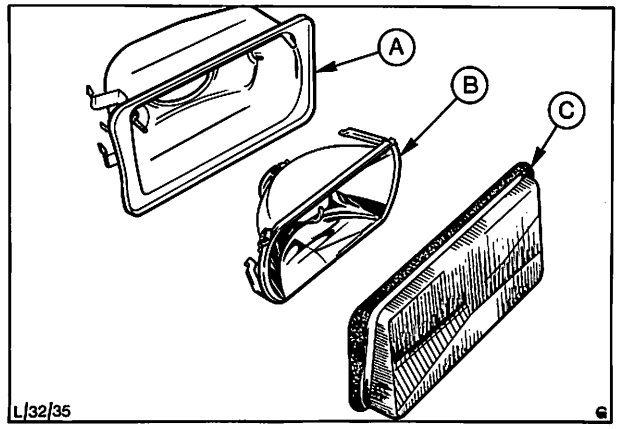

Abb. 8 Einzelteile – Scheinwerfer
6. Scheinwerferglas vom Scheinwerfer lösen, Glas und Dichtung entfernen, Abb. 8.